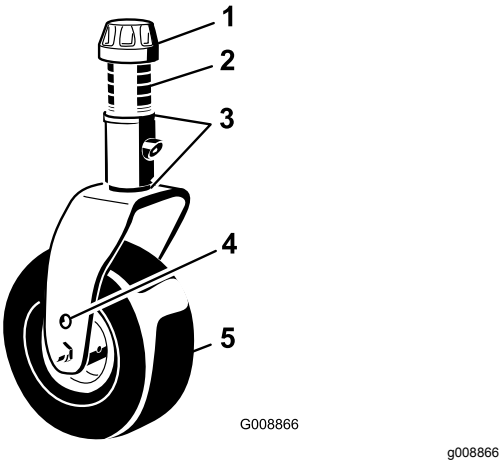

Figur 85
1. Fjern spennhetten fra spindelakselen, og før spindelen ut av styrearmen (Figur 85).